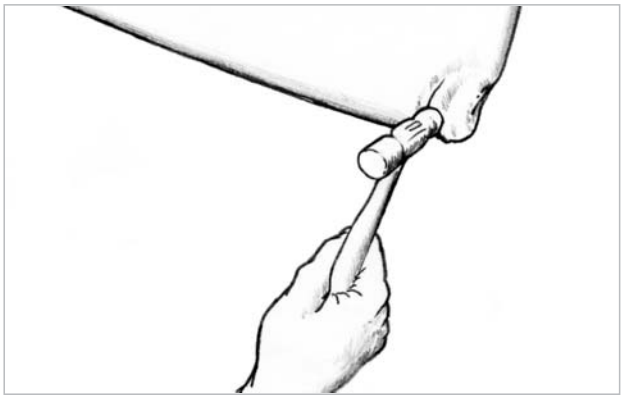

Figure 8-2 *Use a ball-peen hammer, with repeated light taps to work the lead bulge back to its original shape.*
3. Forge displaced lead toward voids with a ball-peen hammer. As the lead is deformed from an impact, it's common to find a bulge to one or both sides of a dent or gouge. Use repeated light taps to work the lead back to its original shape *(Figure 8-2)*. Too heavy a blow will shear sections of lead. With experience, you will soon be able to gauge how much force you can use and how much lead can be moved before shearing occurs. Some alloys are more malleable and easier to forge than others.